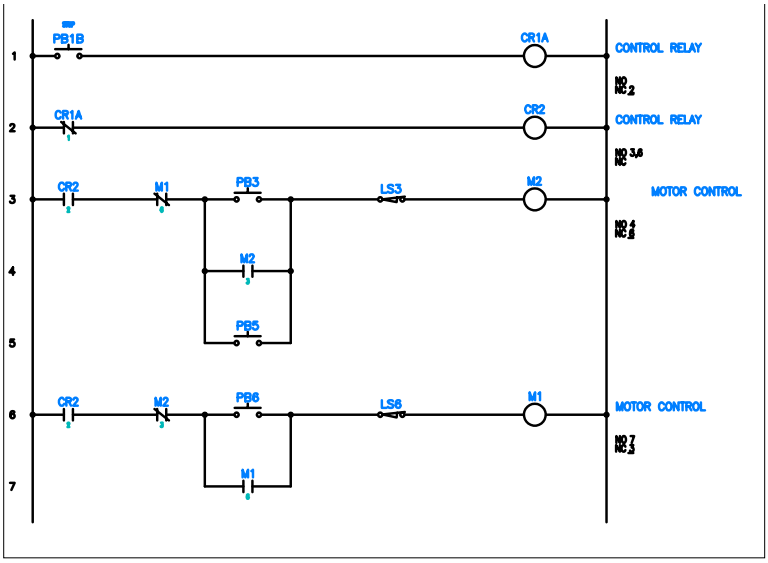

Figure 6-54 *The trimmed wires and the aligned components*
7. Repeat step 1 and then select PB3 from rung 3; you are prompted to select objects. Next, select M2 placed on rung 4, PB5, PB6, and M1 placed on rung 7 from the drawing and then press ENTER; the selected components are aligned. Figure 6-54 shows the aligned components.